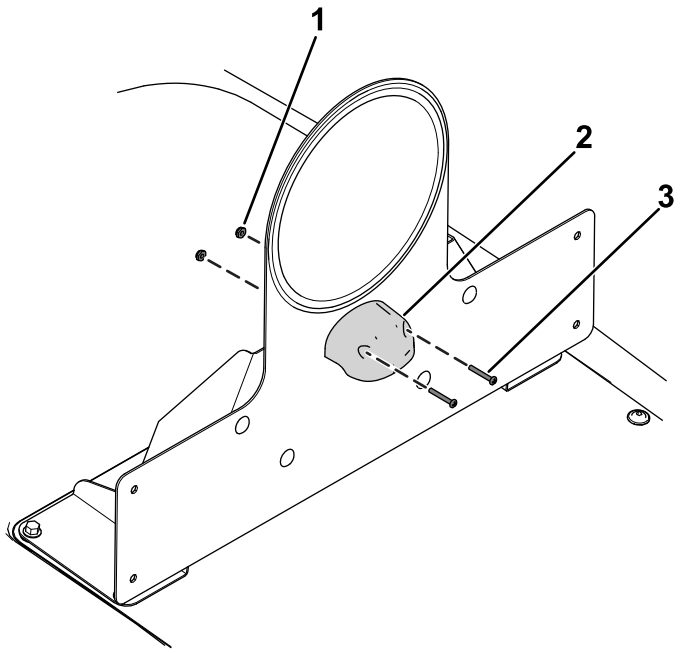

Figur 34
13. Fastgør pladelygten til det samlede hastighedspladebeslag med 2 låsemøtrikker (nr. 6) og 2 skruer (nr. 6 x 1") som vist i Figur 34.
14. Slut ledningsnettet til pladelygten (Figur 34).